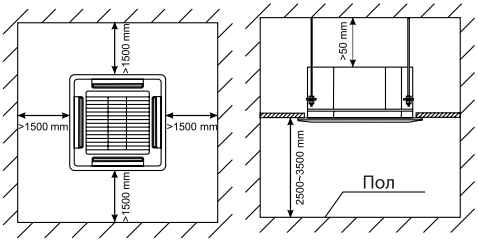

Рис. 1
- Должно обеспечиваться достаточное свободное пространство для установки внутреннего блока на место эксплуатации и последующего его обслуживания (рис. 1).